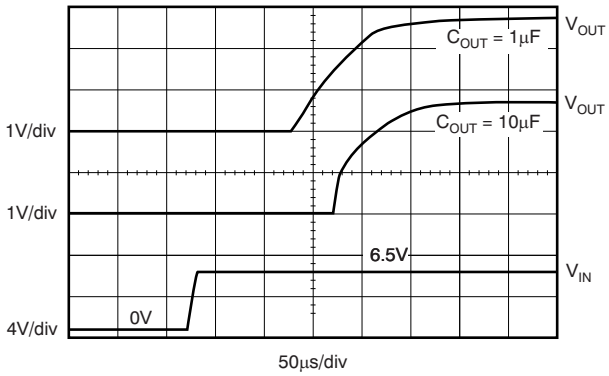

**Figure 29. Turn-On Response**
Note that for fastest startup, apply $V_{IN}$ first, then the enable pin (EN) driven high. If EN is tied to IN, startup is somewhat slower. Refer to Figure 29 in *Typical Characteristics*. The quick-start switch is closed for approximately 135 µs. To ensure that $C_{NR}$ is fully charged during the quick-start time, use a 0.01-µF or smaller capacitor.